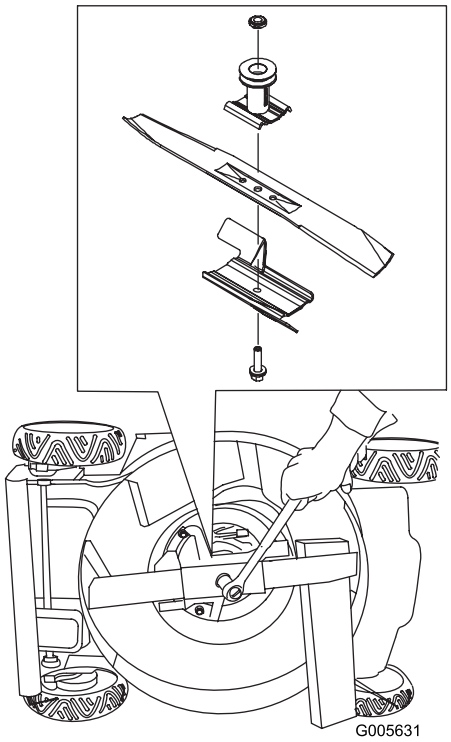

Figur 35
3. Brug en træklods til at holde kniven fast (Figur 35).
5. Monter den nye kniv og alle monteringsboltene og -møtrikkerne (Figur 35).